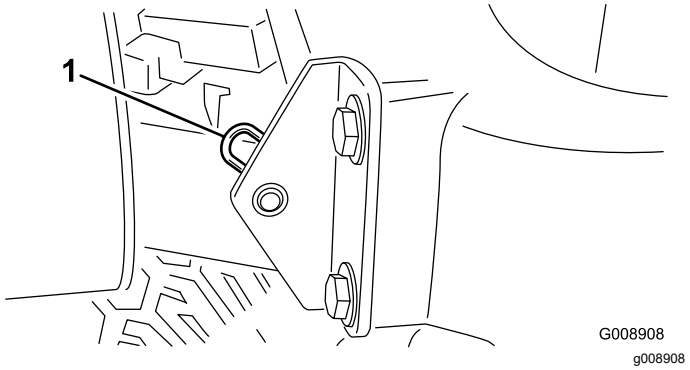

**Figure 46**
2. Retirez la goupille fendue qui fixe le pivot de capot aux supports (Figure 46).